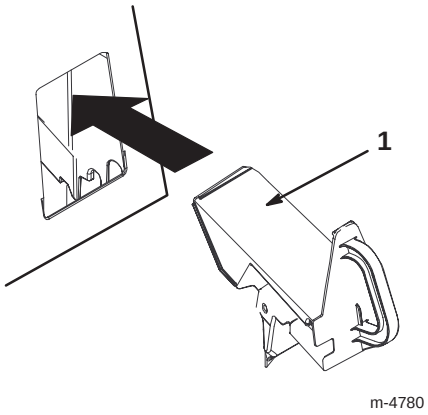

Figur 18
4. Sett resirkuleringspluggen inn i åpningen, som vist på figur 18.